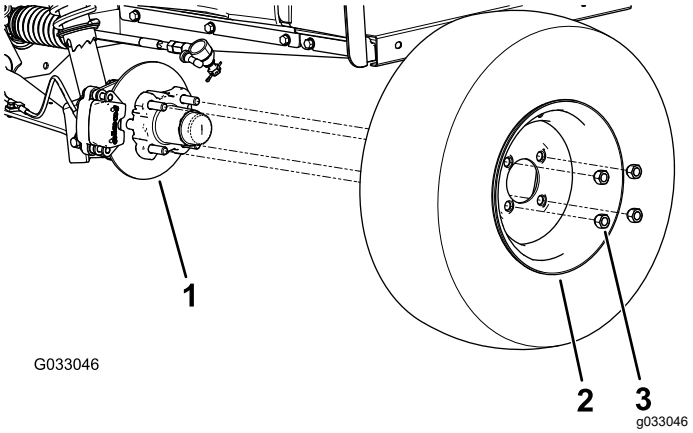

Figuur 30
2. Verwijder de 4 wielmoeren waarmee het wiel aan de naaf bevestigd is (Figuur 30).
4. Lijn de openingen in het wiel uit met de bouten van de naaf en monteer het wiel op de naaf met het ventiel naar buiten gericht (Figuur 30).
5. Bevestig het wiel aan de naaf met de wielmoeren (Figuur 30).